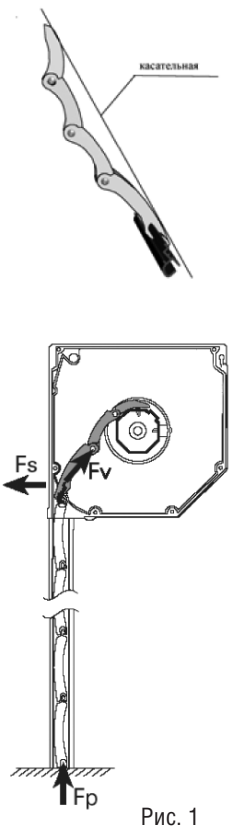

Рис. 1
1. При опущенном полотне (6), стальной штифт (2), установленный в верхний алюминиевый профиль (4), входит в зацепление с зубчатым замком (1). (рис. 1)
Закрытое положение (рис. 1)
- Автоматический замок полностью разогнулся в противоположную сторону (рис. 1).
- Верхняя ламель должна выступать из направляющих в короб, приблизительно наполовину (рис. 1).